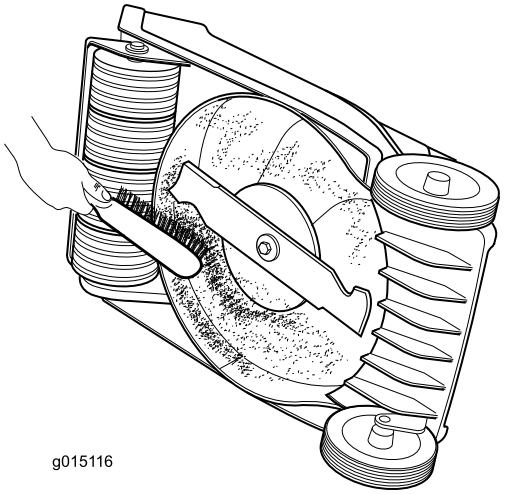

Figuur 17
- Reinig de onderkant van de maaikast. Verwijder vuil en maaisel met een hardhouten schraper of borstel (Figuur 17).